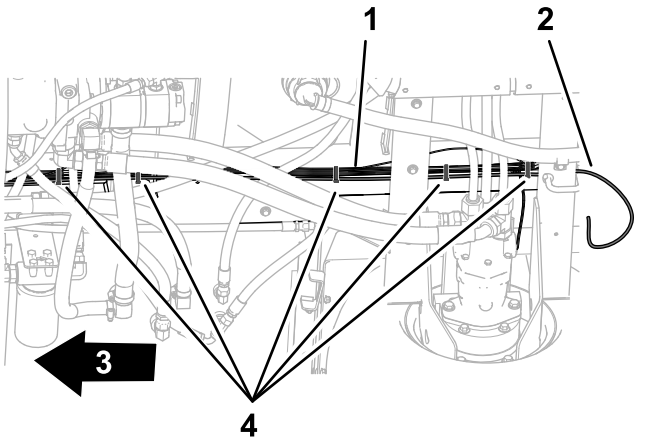

Figur 93
1. Før det trykkfølsomme røret for dashbordmåle-ren langs den bakre ledningssatsen (Figur 93).